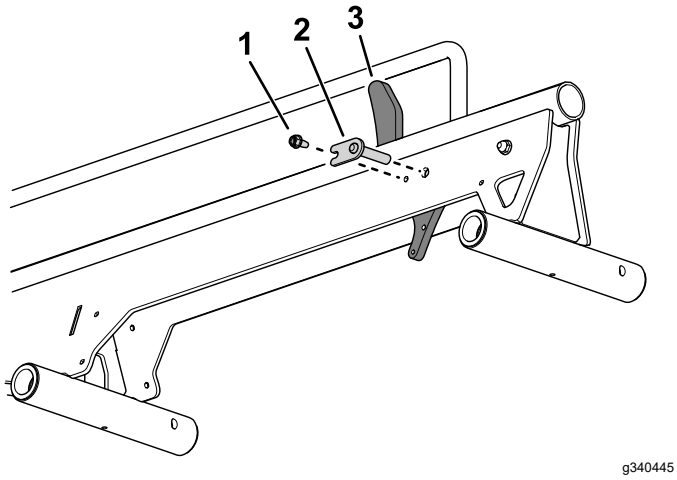

**Figuur 2**
2. Gebruik een pen en zeskantschroef om de wielaanslag te monteren op de rail (Figuur 2)